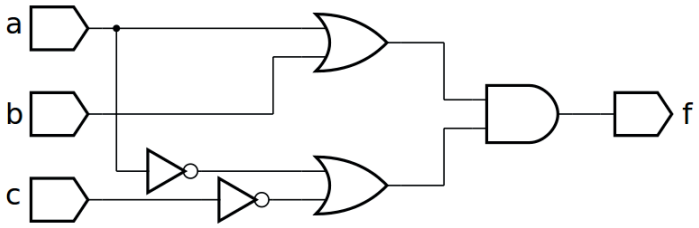
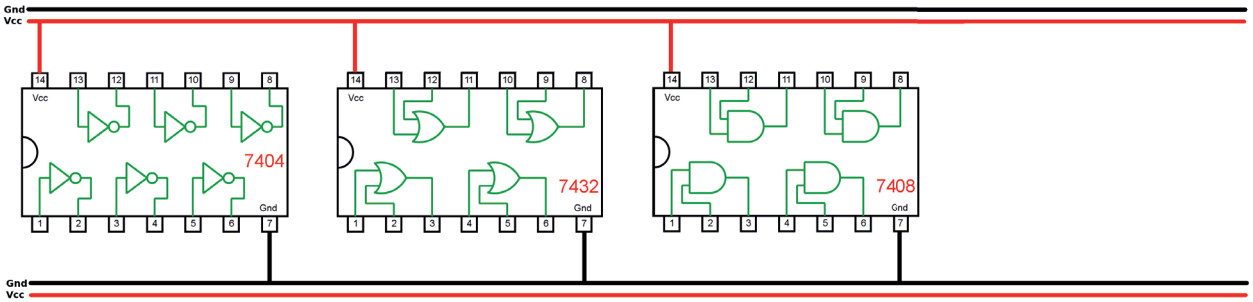

Figura 5.42 – Diagrama esquemático.
Figura 5.43 – Disposição dos componentes (TTL) para a placa de montagem.
1. Complete as ligações na figura 5.43 ou 5.44 de acordo com a figura 5.42.
5. Utilize um programa de simulação em computador (SmartSim, Atanua, Qucs) faça a simulação do circuito da figura 5.42. Compare os resultados com a tabela 5.18.
6. Escreva a equação booleana do circuito da figura 5.42 e simule no programa para o Arduíno.